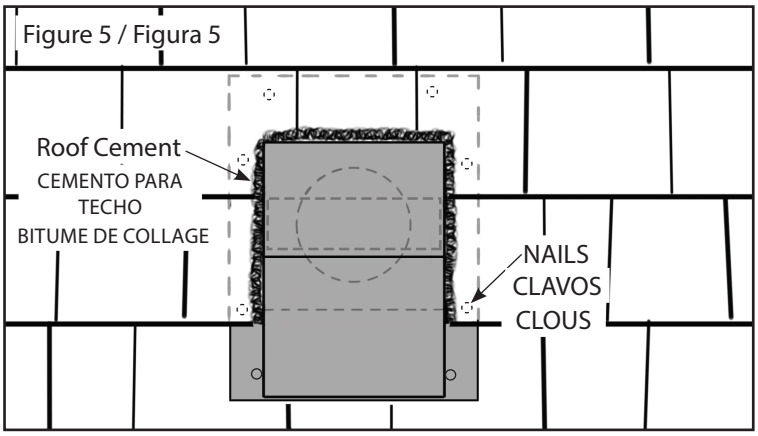

Figure 5 / Figura 5
6. Carefully slide the base of the roof jack under the shingles with the screened opening pointing down towards the roof eave. Note that some nails may have to be raised or removed to allow the adapter to slide into place. Make sure the throat of the roof jack is centered over the exposed ductwork. Fasten the base to the roof decking with roofing nails located as shown below. (Figure 5)
6. Glisser délicatement la base de la buse de toit sous les bardeaux avec l'ouverture grillagée orientée vers le bas, vers l'avant-toit. Notez que certains clous doivent être relevés ou enlevés pour permettre à l'adaptateur de glisser en place. S'assurer que la gorge de la buse est entrée par-dessus le conduit exposé. Fixer la base aux panneaux de toit avec des clous à toiture comme montré ci-dessous. (Figure 5)